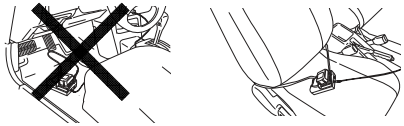

Fig. 15
NOMES DOS COMPONENTES (Fig. 1 – Fig. 15)
- Coloque o carregador da bateria em posição no carro. Utilize a alça fornecida com o carregador da bateria para apertar o carregador da bateria na posição e evitar que se mova inadvertidamente. (Consulte a **Fig. 15**)